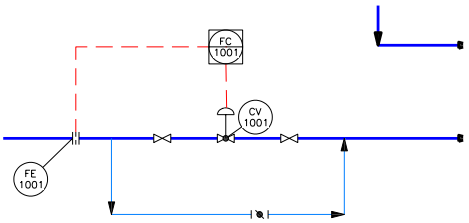

Figure 2-76 *Position of another* ***Primary Accessible DCS*** *on the electric signal line of the feed line*
13. Similarly, place another **Primary Accessible DCS** on the electric signal connected to the feed pipe, refer to Figure 2-76.